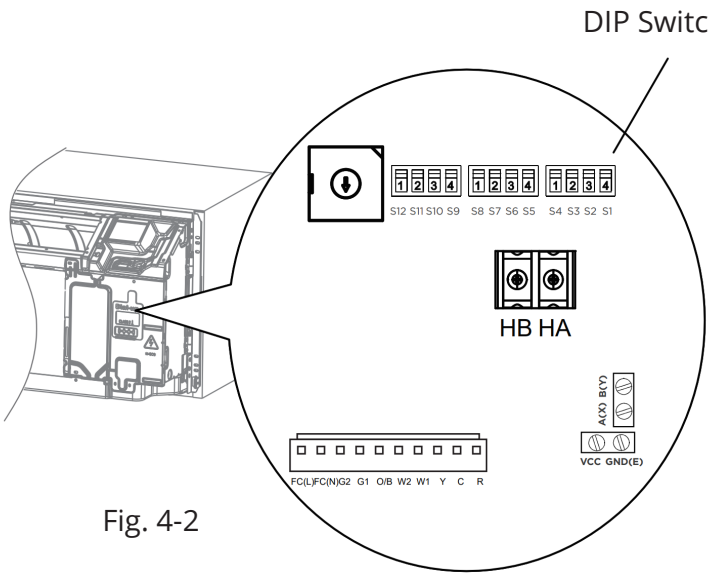

Fig. 4-2
Step 2: Remove the rubber grommet to set the DIP switches. Reinstall the rubber grommet after you finish. Do not discard the rubber grommet. (See Fig. 4-2.)